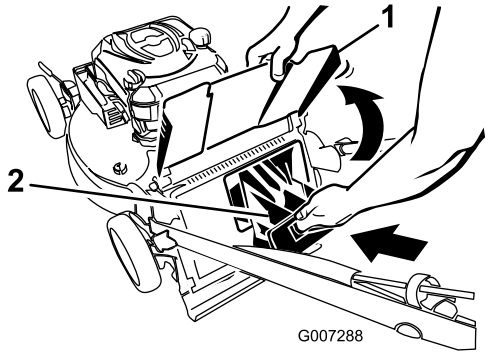

Figur 23
4. Monter bagudblæsningsdækslet (figur 23).